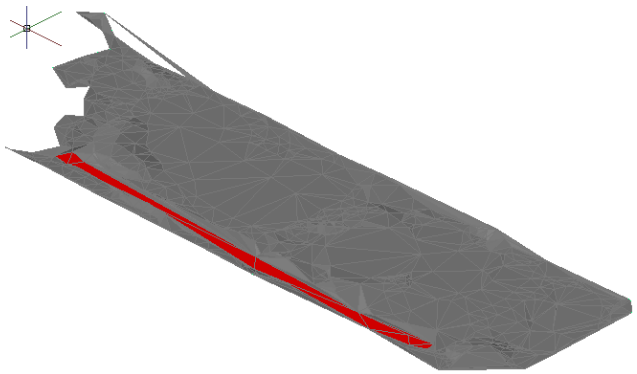

Figure 3-71 *Realistic view of the surface after pasting the **E Street** surface over the **EG** surface*
5. Choose the **View** tab and then select the **Realistic** visual style from the **Visual Style** drop-down list in the **Views** panel; the **E Street** surface is displayed, as shown in Figure 3-71.